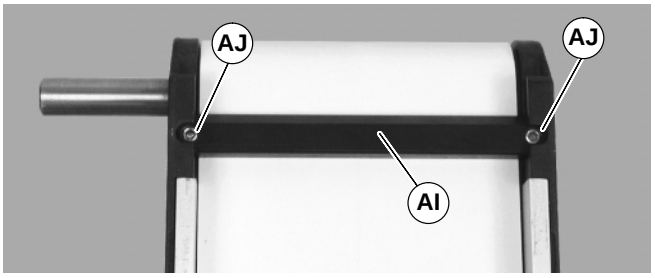

Abbildung 15
1. Untere Abstreifer, falls damit ausgestattet, entfernen (AI siehe Abbildung 15): Befestigungsschrauben entfernen (AJ), dann Abstreifer abnehmen (AI).